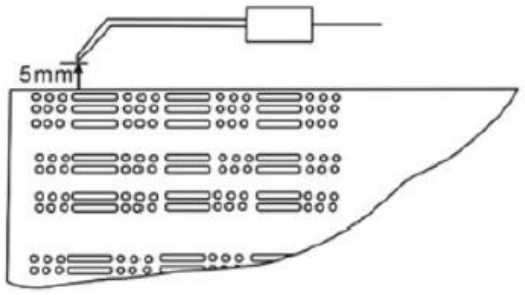

Figura 5
4.5.2. Compruebe la posición del electrodo de encendido (véase Figura 5).